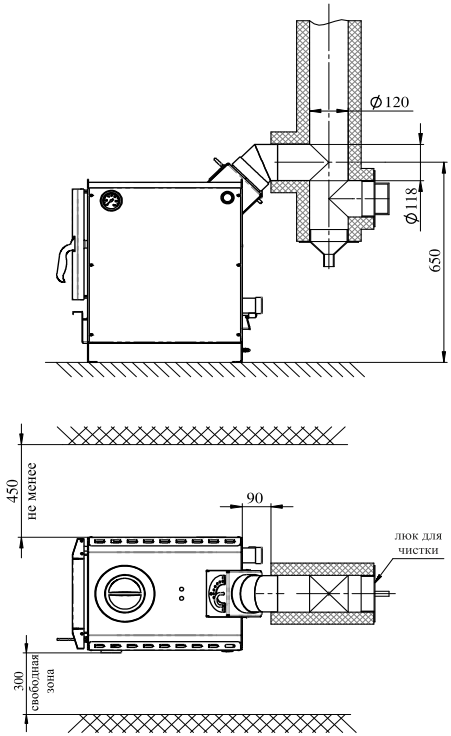

Рис.2 Схема установки аппарата
6.1.1. Перед установкой аппарата на сгораемые конструкции здания под аппаратом и перед его фронтом на 500мм необходима прокладка стальных листов толщиной 0,6 - 1,0 мм по асбестовому или базальтовому картону, толщиной 3-5мм. Схема установки аппарата показана на рис. 2.